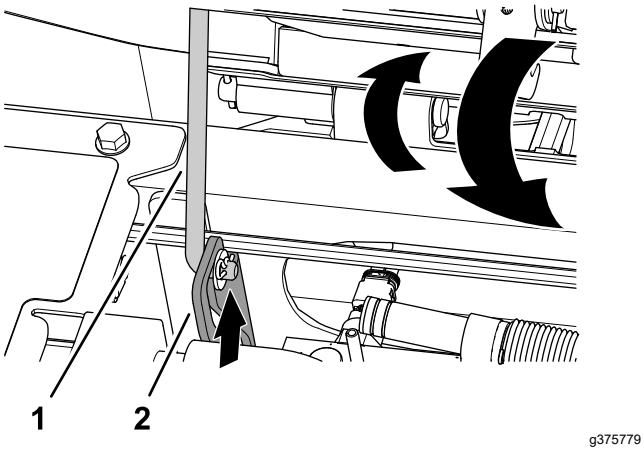

Figuur 99
1. Draai de stoel lichtjes en til de steunstang uit de vergrendeling van de sleuf van de stoelsteun (Figuur 99).